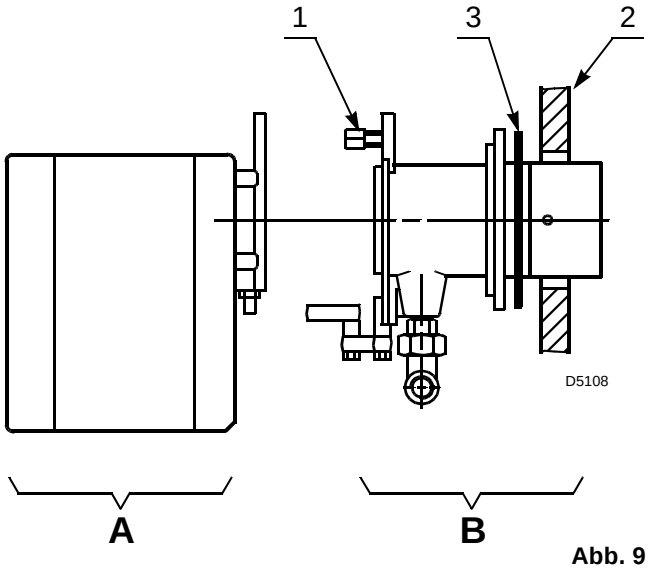

Abb. 9
- ➤ Den Flammkopf vom Brenner ausbauen, dazu die Mutter 1) abnehmen und die Gruppe A) herausziehen (Abb. 9).
- ➤ Die Gruppe B)(Abb. 9) an die Heizkesselplatte 2) befestigen und die beiliegende Isolierdichtung 3) einfügen.